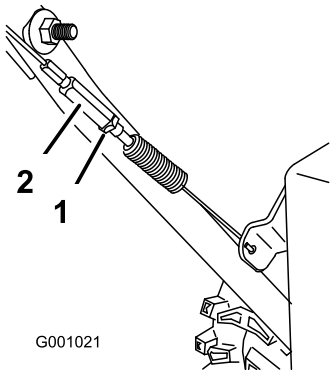

Figur 35
3. Stram låsemutteren (Figur 35).